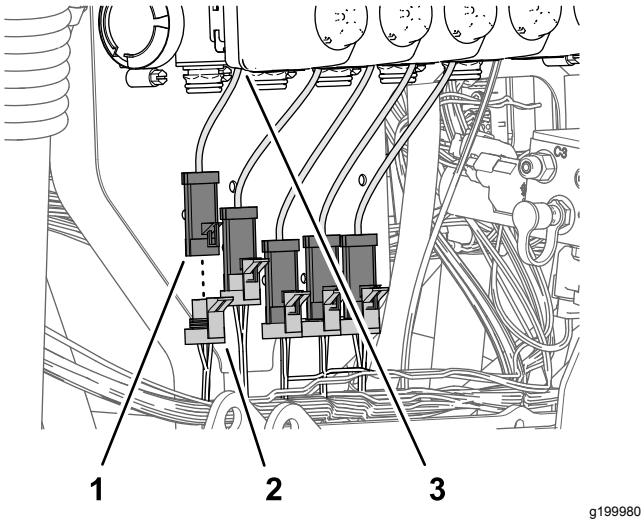

Figur 114
2. Tilslut afgreningsledningens (89 cm) stik med 3 sokler (Figur 114) med angivelsen DYSEVENTIL 1 fra sættets ledningsnet til stikket med 3 ben på ventilaktuatoren yderst til venstre (position 1).
3. Tilslut afgreningsledningens (89 cm) stik med 3 sokler (Figur 114) med angivelsen DYSEVENTIL 2 fra sættets ledningsnet til stikket med 3 ben på ventilaktuatoren (position 2).
4. Tilslut afgreningsledningens (89 cm) resterende stik med 3 sokler fra sættets ledningsnet til stikket med 3 ben på ventilaktuatorne (Figur 114).